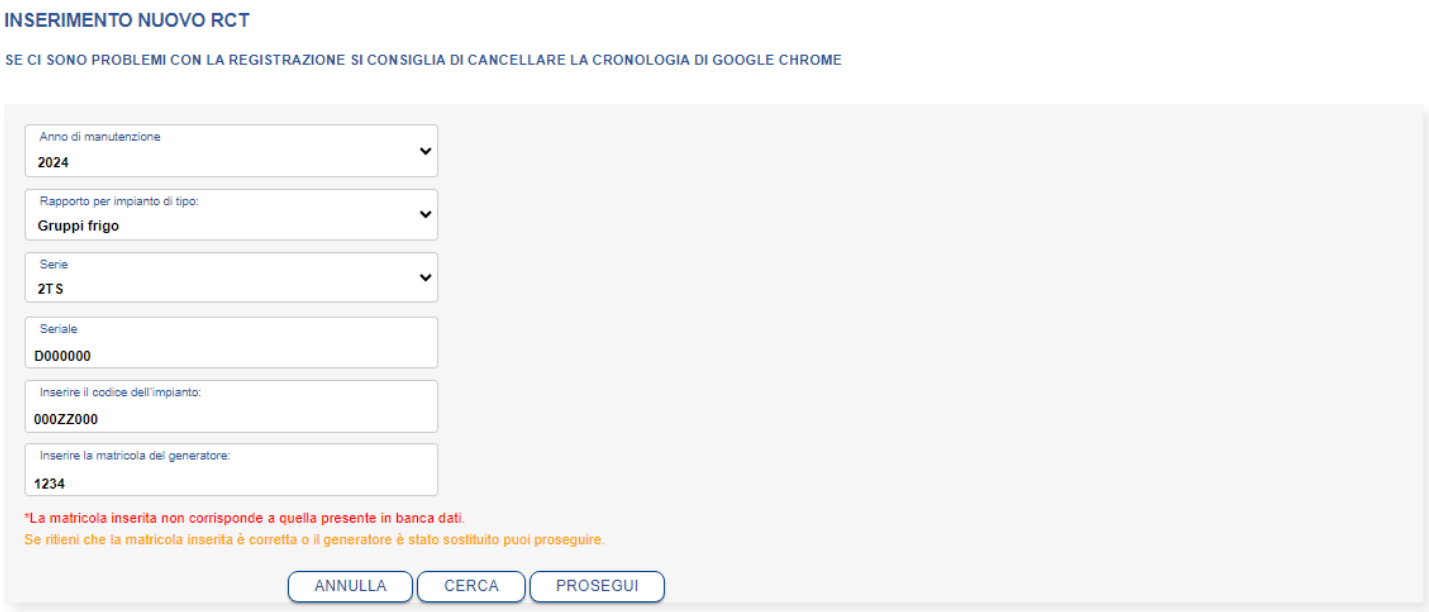

*Figura 49*
2) se invece la matricola inserita è corretta il sistema comunque consente di proseguire (vedi Figura 49).